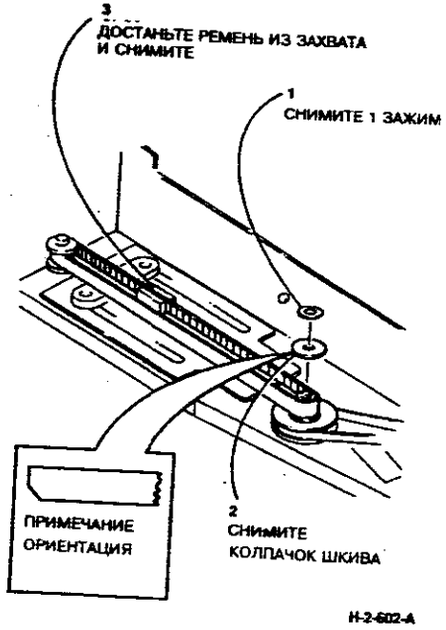

**Рисунок 3. Снятие заднего приводного ремня механизма подравнивания**
1. (Рисунок 3) Снимите задний приводной ремень механизма подравнивания.